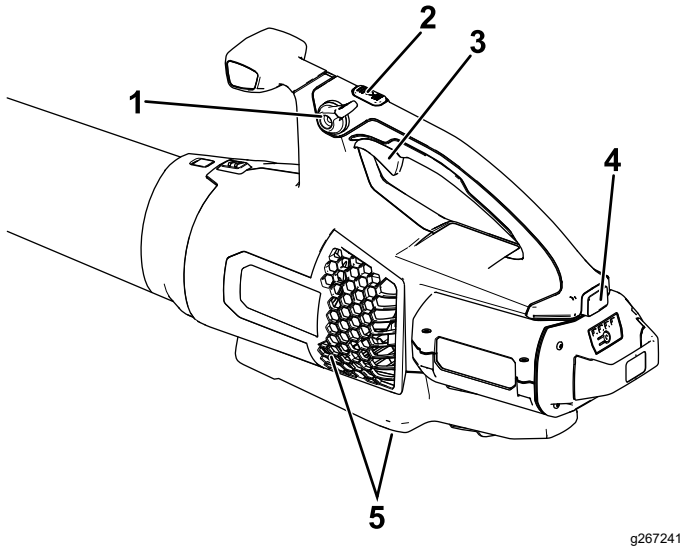

Figura 8
4. Para arrancar el soplador, apriete el gatillo de velocidad variable (Figura 8).
Nota: Active el bloqueo de velocidad para mantener la máquina encendida sin tener que apretar el gatillo de velocidad variable (Figura 8).
Para obtener el máximo rendimiento (velocidad de aire), mantenga pulsado el botón de potencia turbo durante el tiempo deseado (Figura 8).
Para ajustar la velocidad del aire mientra sopla, utilice el gatillo de velocidad variable (Figura 8).
Para mantener la velocidad actual del aire, active el bloqueo de velocidad (Figura 8).
Para apagar el soplador, desactive el bloqueo de velocidad (si lo está usando) y suelte el gatillo de velocidad variable (Figura 8).